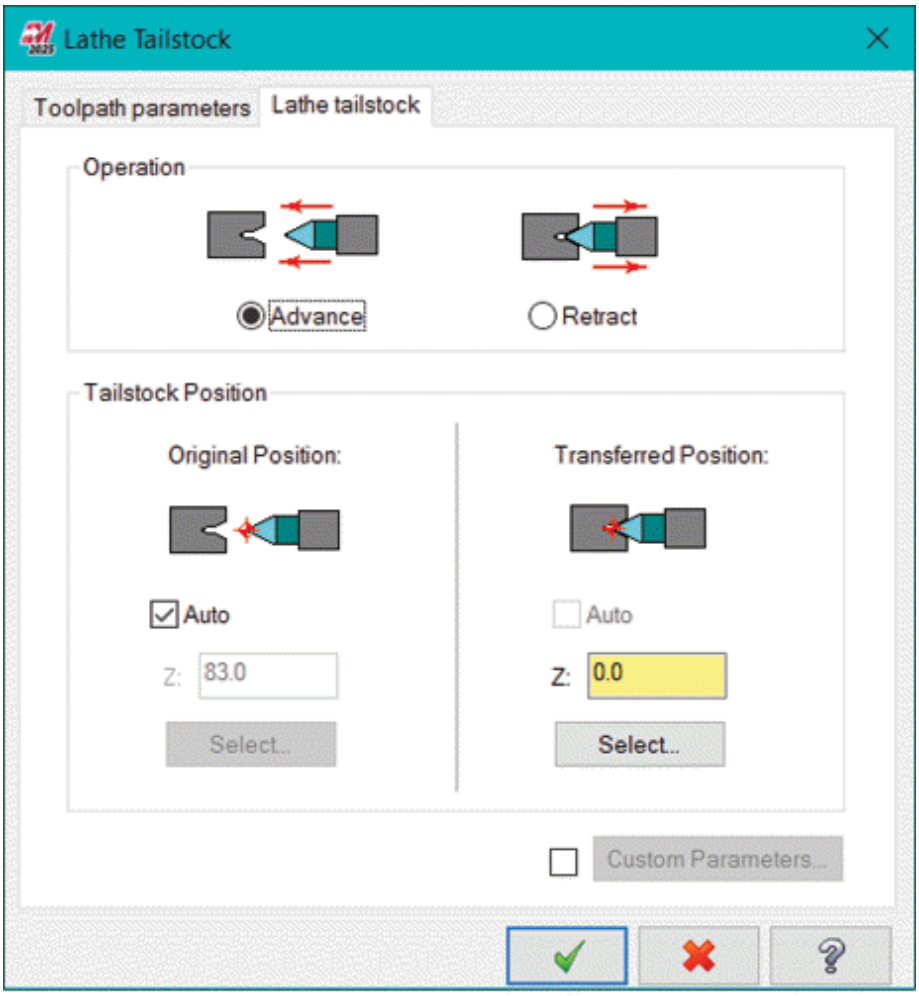

Figure-24. Lathe Tailstock dialog box
- Click on the **Tail Stock** tool from the **Part Handling** panel of **Turning** tab in the **Ribbon**. The **Lathe Tailstock** dialog box will be displayed; refer to Figure-24.